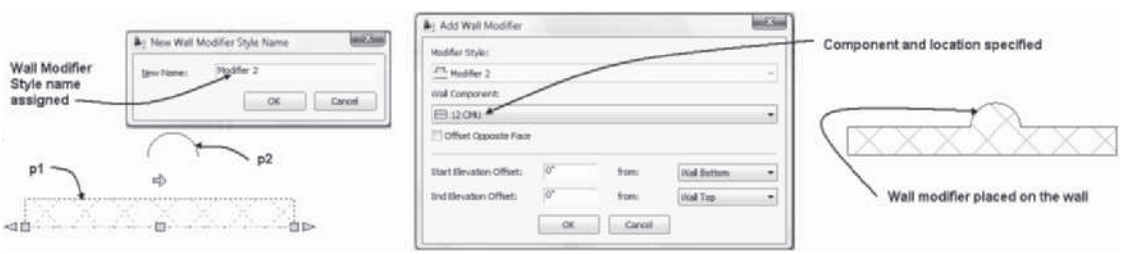

FIGURE 3.68 *Creating a Wall Modifier style*
2. Select the wall at **p1** as shown in Figure 3.68 to display the Wall tab and choose **Convert Polyline to Wall Modifier** from the Plan Modifier flyout of the Modify panel. Respond to the following command line prompts as shown below:
`Select a polyline:` *(Select the arc at* `p2` *as shown in Figure 3.68.)*
3. Type a name in the **New Wall Modifier Style Name** dialog box as shown in Figure 3.68. Click **OK** to dismiss the dialog box and open the **Add Wall Modifier** dialog box.
A wall modifier is placed on the wall as shown in Figure 3.68. Note that the wall modifier is placed on the wall near the location where the polyline is drawn. You can specify the location of the wall modifier in the **Wall Modifiers** dialog box by selecting **Plan Modifiers** in the Advanced section in the Design tab of the Properties palette.